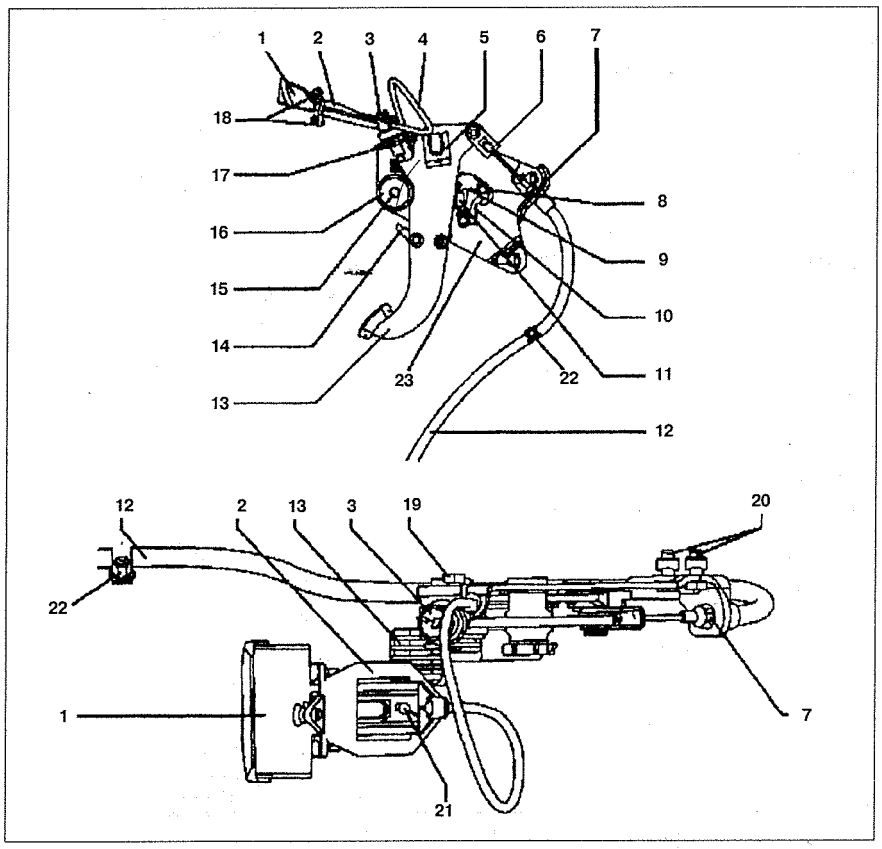

Рис. 9.11. Педальный механизм привода стояночной тормозной системы:
3. Отсоедините трос **4** от рычага **1** (см.рис.9.11).